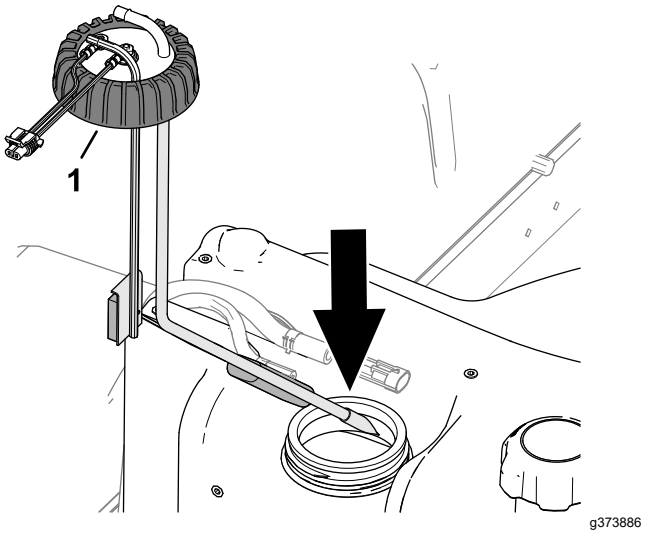

Figur 92
2. Montera försiktigt upptagningsröret och flottören i bränsletanken (Figur 92).